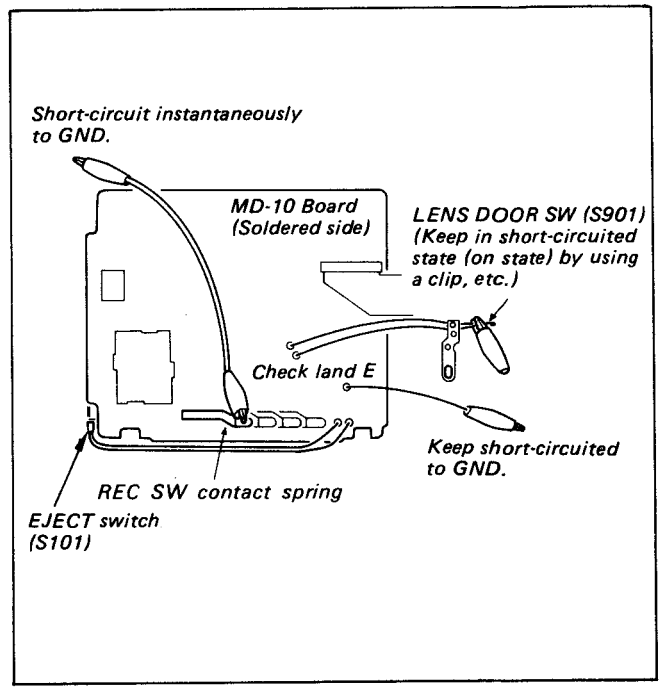

Fig. 2-50
4) Play back the alignmnet tape for tracking (WR5-1C) in accordance with the following (See Fig. 2-50).
3) Instantaneously short-circuit the MD-10 board REC SW contact spring to GND, and light the standby LED so that the standby mode is attained (See Fig. 2-50).